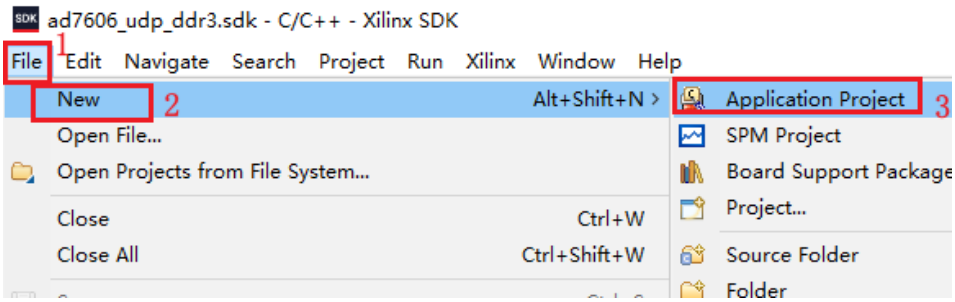

图 1-25 新建 SDK 工程
3. 进入 SDK 软件之后，依次点击 File->New->Application Project，建立一个 SDK 工程，如下图 1-25 所示，然后给工程命名，比如命名为 ad7606_udp_ddr3，然后点击 Next，选择 Empty Application，就完成了工程的创建。